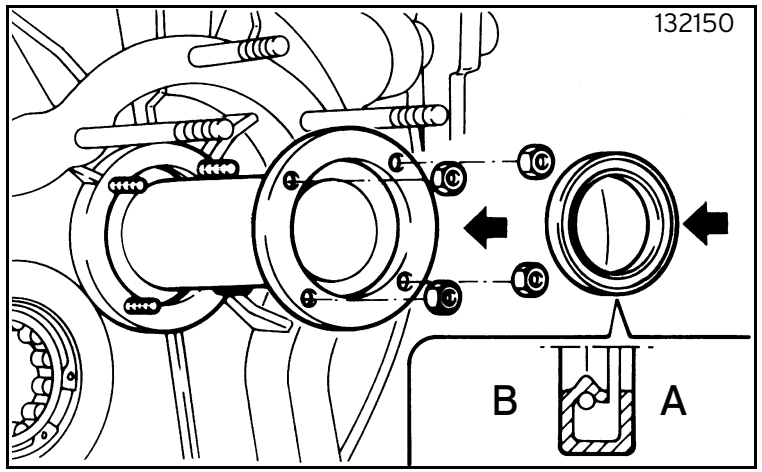

Fig. 51
- fit the main shaft oil seal ring in the seat on the sleeve, fit the sleeve, tighten the securing nuts to the specified torque (figure 51);